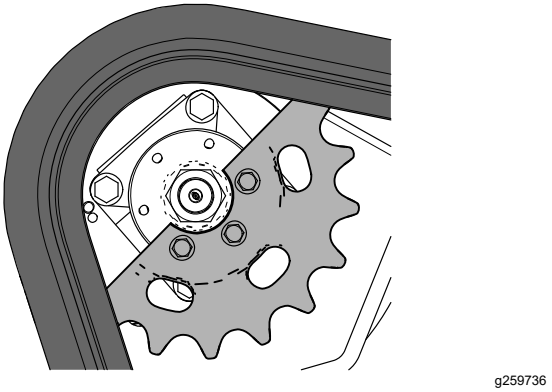

Figura 63
1. Perno (3)
11. Mueva el control de tracción hacia delante hasta que la otra mitad del piñón de arrastre no esté acoplado con la oruga (Figura 63).